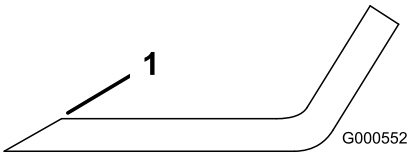

Figur 54
1. Anvend en fil til at slibe begge ender af skærekniven (Figur 54).
Bemærk: Hvis kniven ikke er afbalanceret, skal der slibes lidt mere metal af sejlområdet (Figur 54).